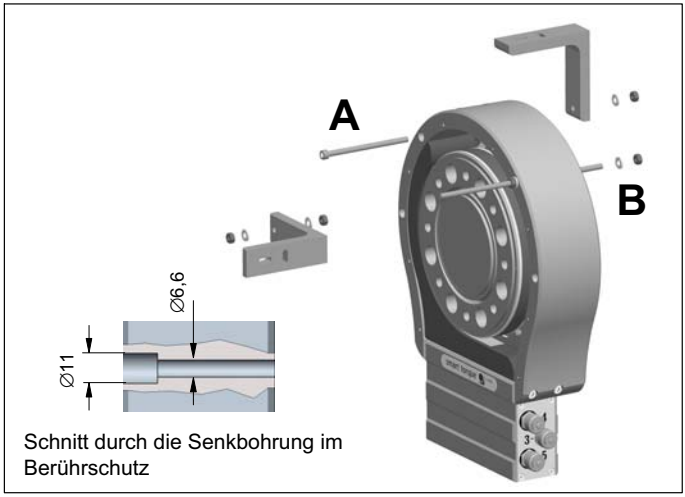

Abb. 8.12 Statorabstützung mit einem Haltewinkel (5 kN ·m und 10 kN ·m)
Bei den Drehmomentaufnehmern T12/5 kN · m und T12/10 kN · m empfehlen wir eine zusätzliche Abstützung des Stators am Berührschutz. *Abb. 8.12* zeigt beispielhaft die Befestigung eines Haltewinkels mit einer Schraube (A) oder mit einer Gewindestange (B). Beachten Sie, dass in diesem Fall die Abdeckbleche nicht montiert werden können.